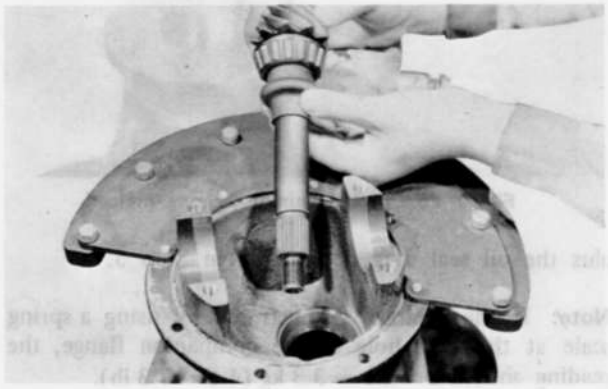

Fig. 9–23 Installing drive pinion and spacer
1. Install the collapsible spacer and collar onto the drive pinion and install them in the carrier, as shown in Fig. 9–23.